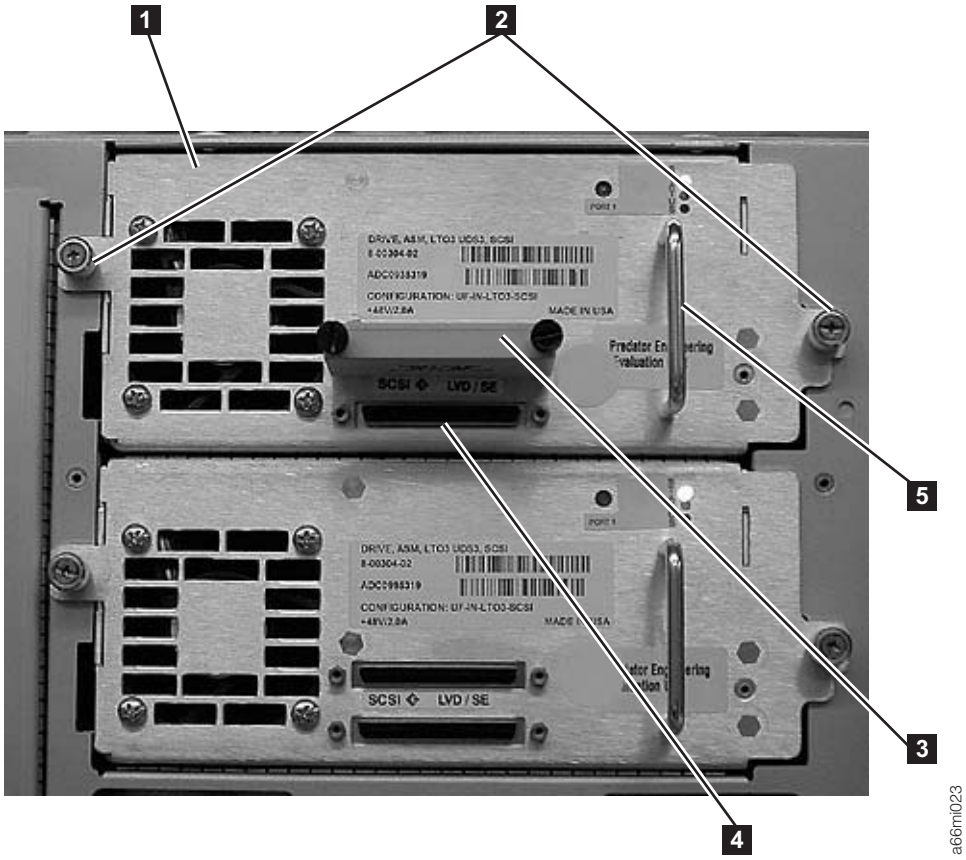
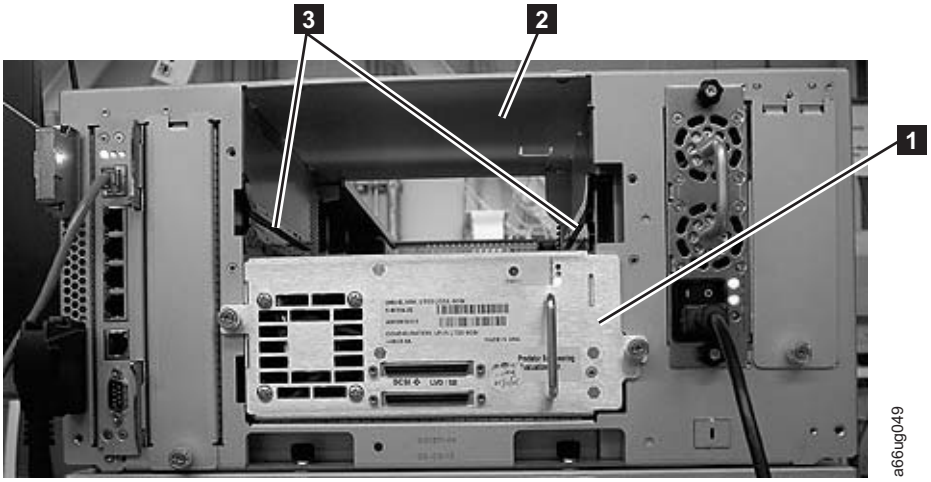

Figure 7-46. Drive sled (detail)
Figure 7-48. Drive sled slot
3. Loosen the two thumb screws (2 in Figure 7-46 on page 7-42) that hold the drive in place by turning them counterclockwise.
4. Slide the drive out of the library module. Grasp the handle (5 in Figure 7-46 on page 7-42) and slowly pull the drive toward you, while supporting the drive sled from underneath.
1. Align the drive sled with the guide rails and guide slots along the tracks (3 in Figure 7-48 on page 7-44) in the open drive sled slot (2 in Figure 7-48 on page 7-44). Grasp the handle (5 in Figure 7-46 on page 7-42) and slowly slide the drive sled into the library, while supporting the drive sled from underneath.
2. Tighten the two thumb screws (**2** in Figure 7-46 on page 7-42) that hold the drive sled in place by turning them clockwise.
a. For a SCSI drive sled, plug the cable and terminator into the drive sled. Tighten the thumb screws that hold the SCSI cable (**4** in Figure 7-46 on page 7-42 shows the SCSI receptacle) and terminator (**3** in Figure 7-46 on page 7-42) in place by turning them clockwise.